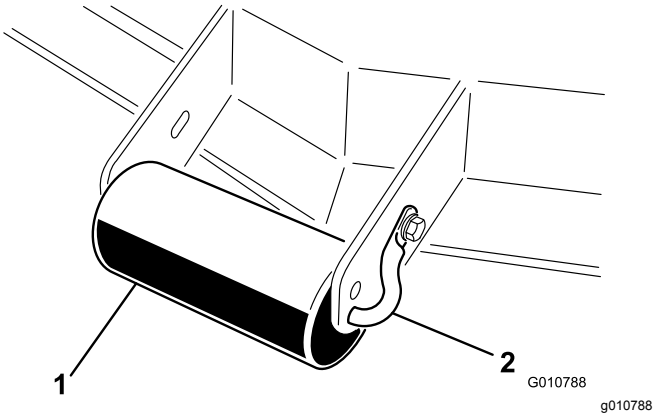

Figur 11
1. Ta bort huvudskruven och muttern som fäster valsaxeln till klippenhetsfästet (Figur 11).